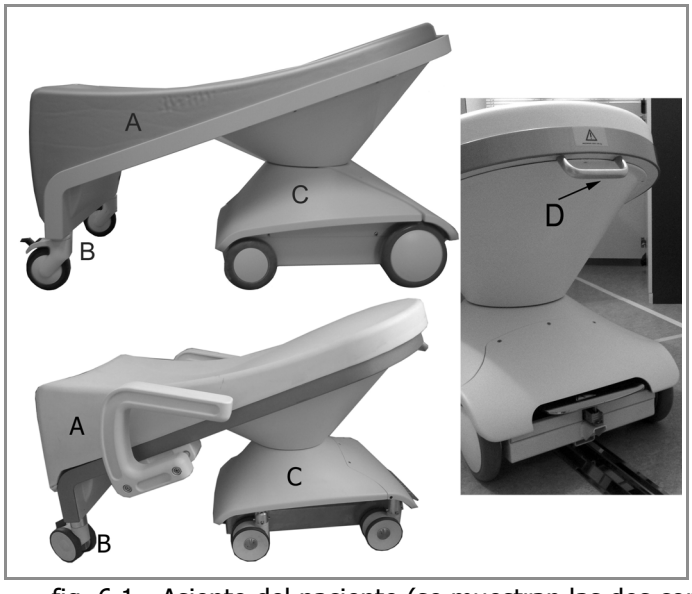

fig. 6.1 - Asiento del paciente (se muestran las dos configuraciones de ruedas posibles)
El asiento del paciente está integrado por una confortable camilla acolchada (A en la fig. 6.1), con dos ruedas giratorias por delante (B) y un soporte con 4 ruedas por detrás (C). Este soporte puede desplazarse hacia adelante y atrás sobre un carril fijado al suelo. Para su movimiento, el soporte cuenta con dos ruedas delanteras y cuatro traseras. El carril garantiza que el asiento del paciente esté en posición correcta respecto al gantry. El asiento del paciente está provisto de asa (D en la fig. 6.1), montada en la parte posterior, que ayuda al usuario a retirar al paciente al final del examen.El asiento del paciente debe desplazarse asegurándose que las ruedas delanteras se muevan exclusivamente en el área comprendida entre el carril y el imán, para evitar que las mismas puedan salirse o chocar contra el mismo.